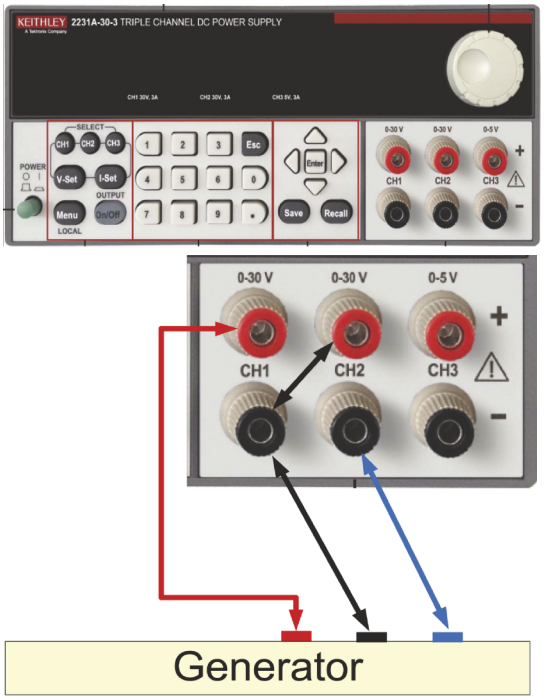

**FIGURE 3.46** (Step 1) (Top): DC power supply (Bottom): Power wiring diagram to the 3PG.
1. ***Setting up the bipolar power supply to drive the 3PG.*** Starting out, you will need to power the 3PG and adjust the amplitudes and relative phases. Set up the DC power supply as follows. See Fig. 3.46. Set CH1 and CH2 outputs to 16 V. Now connect a short black banana-to-banana jumper between the positive terminal of CH2 to the negative of CH1. This is just like back-to-back batteries with ground placed in the center, creating a single **bipolar power supply** to run the three-phase generator, **3PG**. Without this, you could not have both positive and negative voltages and currents at the output of the generator. Set the current compliance limit on both CH1 and CH2 to 300 mA: Select CH1, press **I-set**, and then '.3'. Repeat for CH2.
Refer to Fig. 3.46 and attach a longer black lead from the center common point to the black ground connection at the back of the **3PG**. Attach the +16 V from the positive terminal of CH1 with a red cable to the red +16 V connector on the 3PG. Now, Attach the –16 V from the negative terminal of CH2 to the blue –16 V connector of the three-phase generator. *Have the TA check your wiring before you turn your power supply outputs on.*